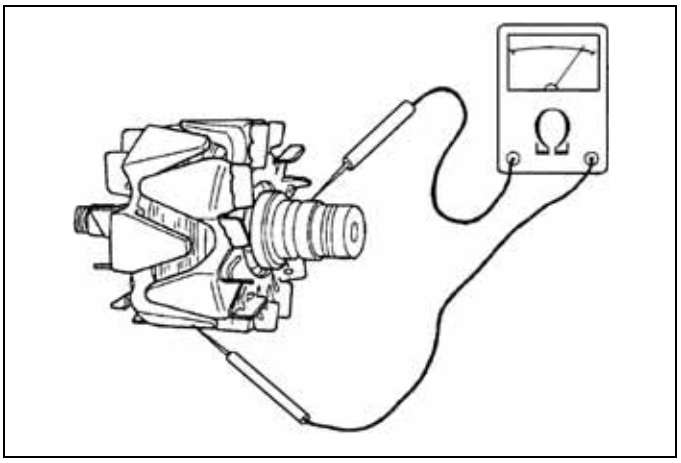

Fig. 5-17
c. Check for continuity between the slip ring and shaft (or core), page 5-7, Fig. 5-17. If there is continuity, the coil or slip ring is grounded. Replace the rotor assembly.